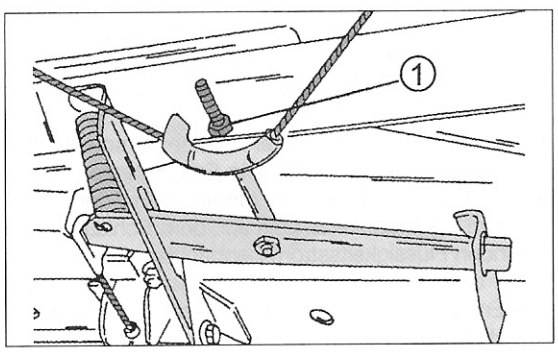

Bild 307
- Die Mutter (1) in Bild 307 in der Mitte des Handbremsausgleichs anziehen, bis die Bremsbacken die Trommeln festzustellen beginnen. Die Kontermutter der Einstellmutter in dieser Stellung anziehen.